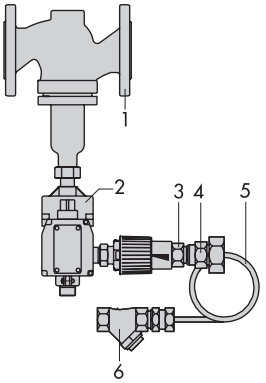
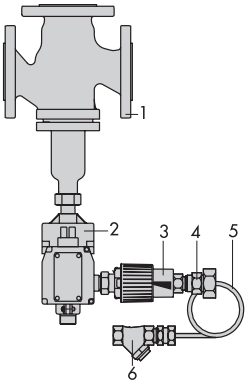

Bild 1: *Druckbegrenzer (DB) mit Durchgangsventil (Typ 2111/Typ 2114)*
Bild 2: *Druckbegrenzer (DB) mit Dreiwegeventil (Typ 2118/Typ 2119)*
Druckbegrenzer (DB) · vgl. Bild 1, Bild 2 und Bild 3